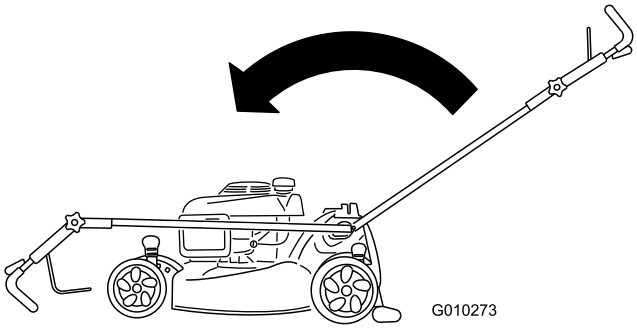

Figuur 53
2. Klap de handgreep helemaal naar voren en draai de knop van de bovenste handgreep los (Figuur 53).